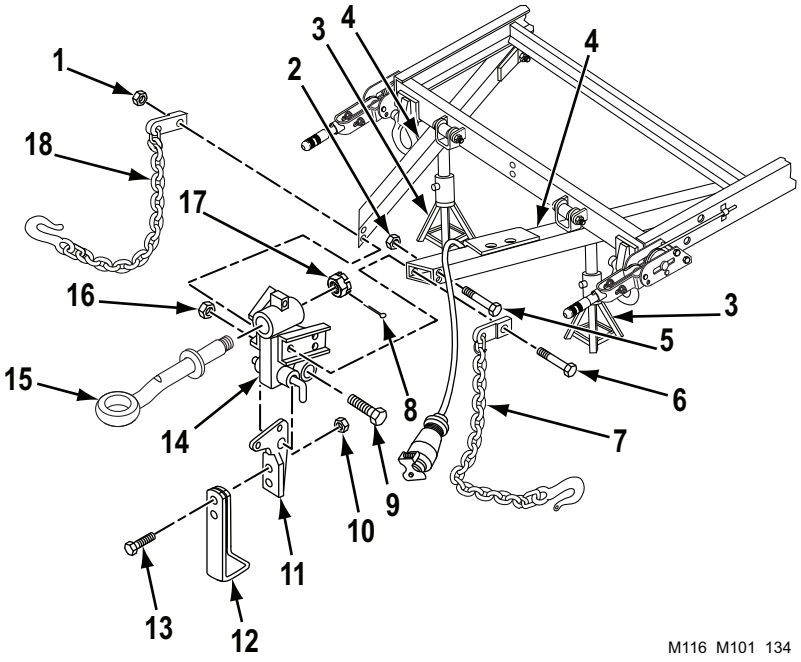

Figure 1. Adjustable Front Support Leg Removal.
1. Raise trailer with lifting device. Position suitable supports (Figure 1, Item 3) under both drawbars (Figure 1, Item 4). Lower and remove lifting device.
2. Remove cotter pin (Figure 1, Item 8), nut (Figure 1, Item 17), and drawbar ring (Figure 1, Item 15). Discard cotter pin (Figure 1, Item 8).
3. Remove two self-locking nuts (Figure 1, Item 10), cap screws (Figure 1, Item 13), and support leg (Figure 1, Item 12). Discard self-locking nuts (Figure 1, Item 10).
4. Remove self-locking nut (Figure 1, Item 16), bolt (Figure 1, Item 9), and bracket (Figure 1, Item 11). Discard self-locking nut (Figure 1, Item 16).
5. Remove self-locking nut (Figure 1, Item 1), cap screw (Figure 1, Item 6), and safety chains (Figure 1, Items 7 and 18). Discard self-locking nut (Figure 1, Item 1).
6. Remove four self-locking nuts (Figure 1, Item 2), cap screws (Figure 1, Item 5), and drawbar bracket assembly (Figure 1, Item 14). Discard self-locking nuts (Figure 1, Item 2).